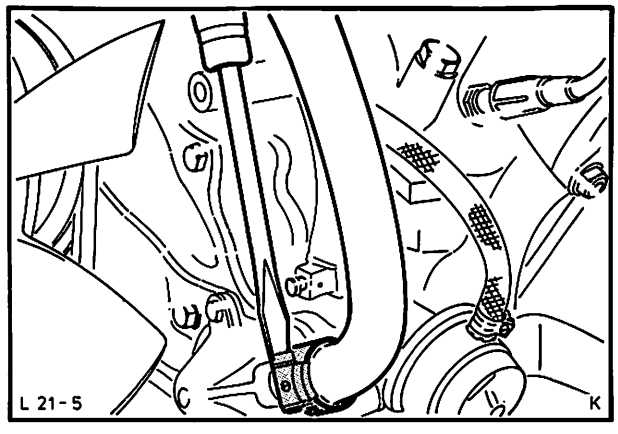

Abb. 16 Heißwasserschlauch an Thermostatgehäuse „C"-Motor befestigen
17. Heißwasserschläuche an Wasserpumpe und Startautomatik befestigen, bzw. beim „C"-Motor Heißwasserschläuche an Stutzen – Thermostatgehäuse anbringen, Abb. 16, beim „D"-Motor Verbindungsrohr – Heizung anschließen.